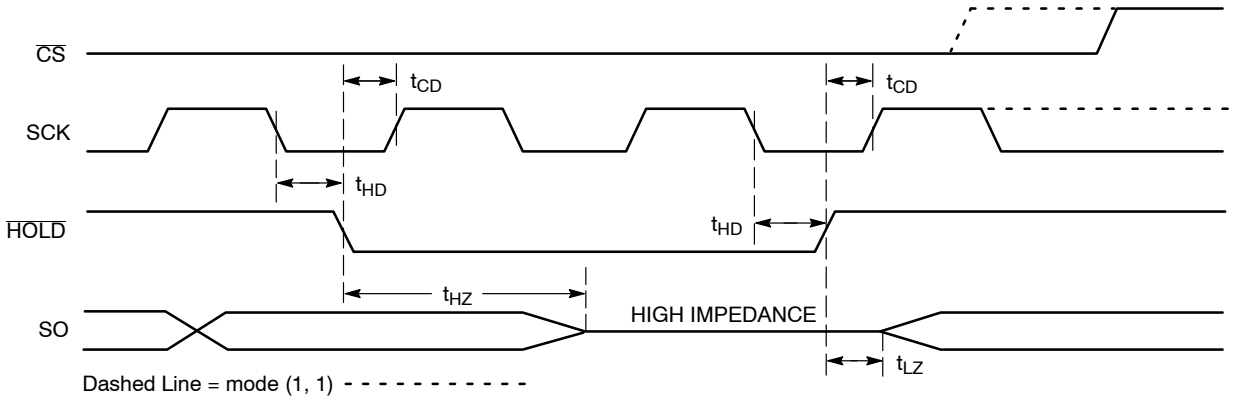

Figure 11. $\overline{HOLD}$ Timing
The $\overline{HOLD}$ input can be used to pause communication between host and CAV25128. To pause, $\overline{HOLD}$ must be taken low while SCK is low (Figure 11). During the hold condition the device must remain selected ($\overline{CS}$ low). During the pause, the data output pin (SO) is tri−stated (high impedance) and SI transitions are ignored. To resume communication, $\overline{HOLD}$ must be taken high while SCK is low.